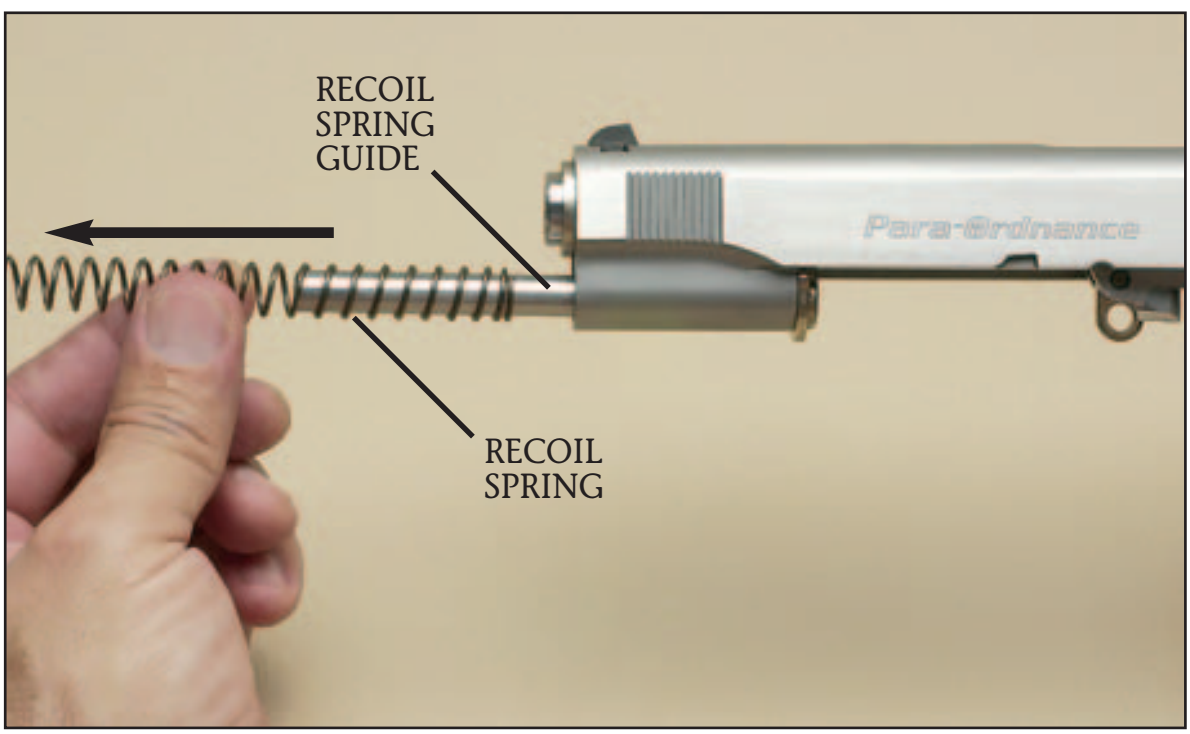

Figure 10
STEP 7. Pull recoil spring straight forward and remove it from the recoil spring guide (***Figure 10***) (remember, when you reassemble the spring back on the guide, that the open end of the spring should point forward). Lift the rear of the recoil spring guide toward the rear and out of the slide.